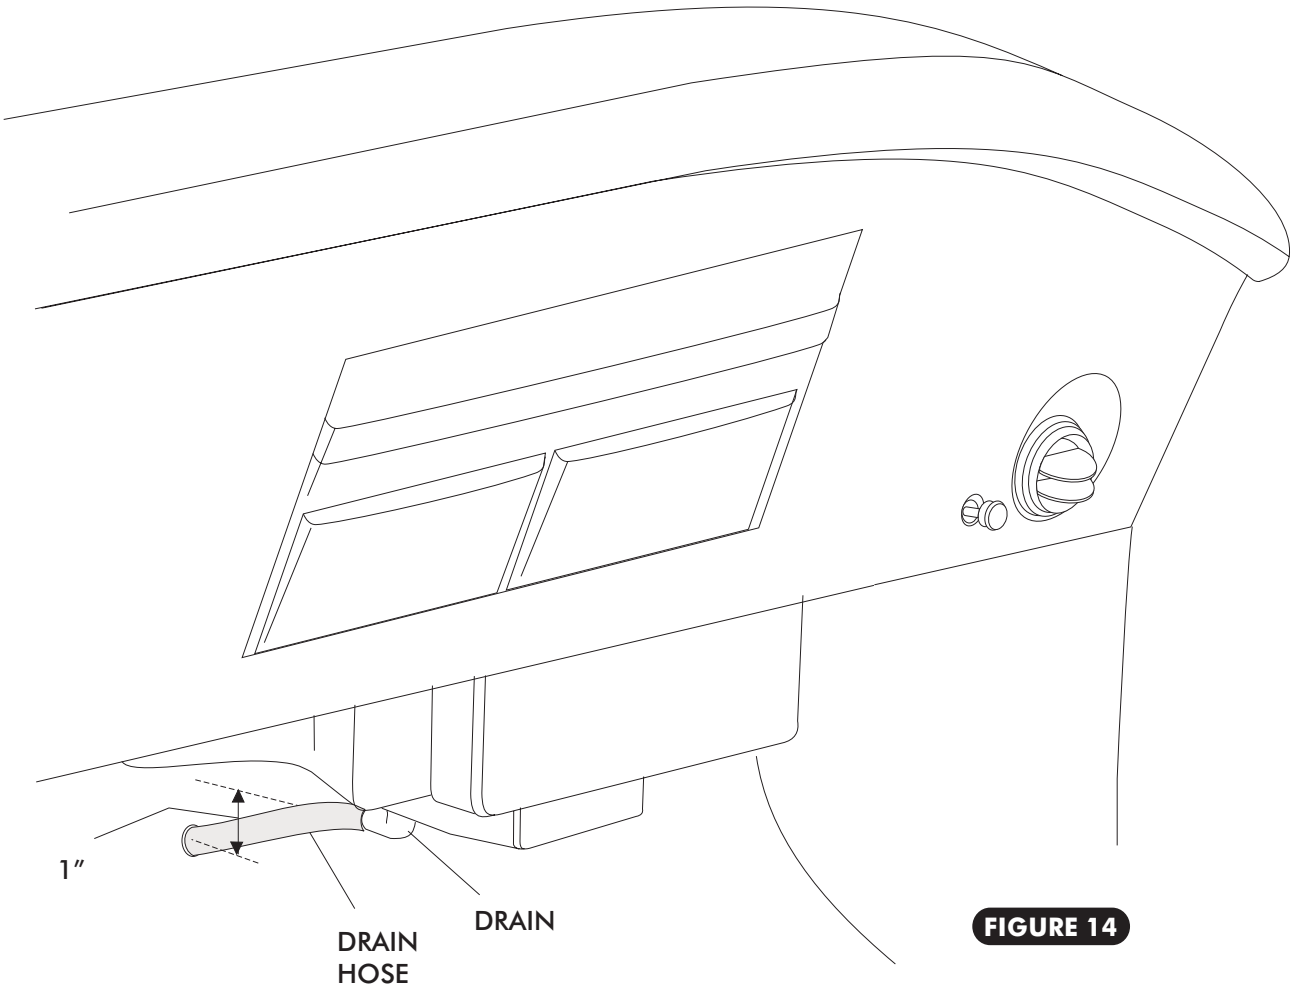

FIGURE 14
- ☐ IN-LINE WITH THE DRAIN, LIGHTLY MAKE A MARK ON THE FIREWALL. MEASURE ONE INCH DOWN AND DRILL A 5/8" HOLE THROUGH THE FIREWALL. SEE FIGURE 14 BELOW.